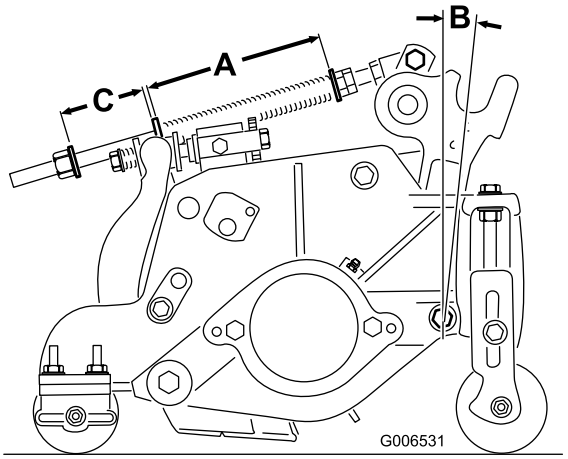

Bild 20
Die Rasenkompensierungsfeder (Bild 20) verlagert das Gewicht von der vorderen zur hinteren Rolle. Dies reduziert ein Bobbing genanntes Wellenmuster auf der Rasenfläche.
1. Ziehen Sie die Sicherungsmutter hinten an der Federstange an, bis der Abstand (C) zwischen der Federhalterung hinten und der Scheibe vorne 51 mm beträgt (Bild 20).
2. Ziehen Sie die Sechskantmuttern vorne an der Federstange an, bis die komprimierte Länge (A) der Feder 159 mm beträgt (Bild 20).
Hinweis: Verlängern Sie die Länge der komprimierten Feder (A) und den Abstand (C) um 13 mm, wenn Sie unebenes Terrain mähen (Bild 20).